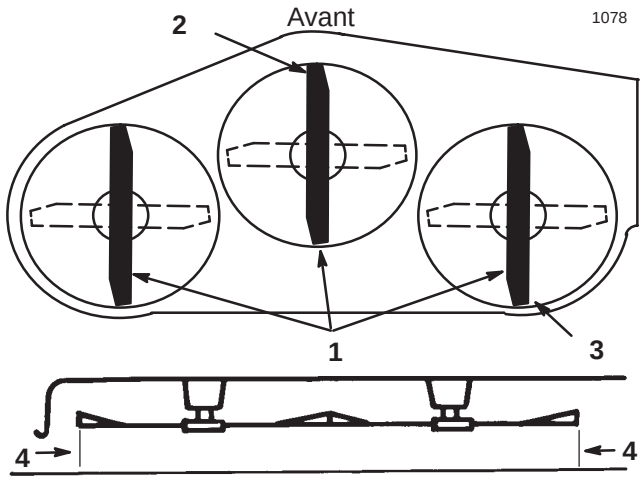

Figure 15
4. Tourner prudemment les lames pour les orienter longitudinalement (selon l’axe avant/arrière) (Fig. 15).
5. Mesurer la hauteur des extrémités avant et arrière des lames (Fig. 15) par rapport au sol plat de référence. Si l’extrémité des lames n’est pas 0 à 10 mm (0–3/8”) plus bas à l’avant qu’à l’arrière, régler les liaisons avant réglables.